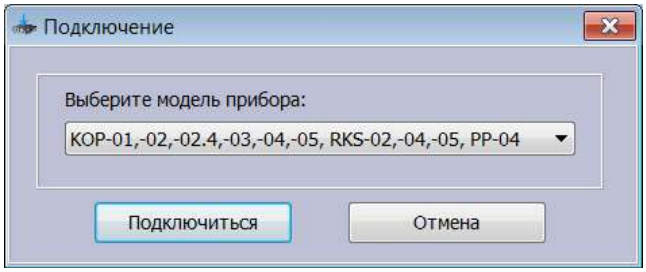

Рисунок 2 – Окно «Подключение»
5. Нажать «Подключиться» (см. рисунок 2).